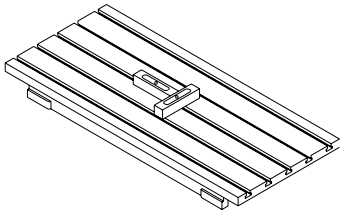

Abb. 4.6.1 Überprüfung der Maschinen-Nivellierung
c. Die zwei Präzisionsniveau- Wasserwagen in die Nähe der Mitte des Maschinentisches platzieren (Abb. 4.6.1).